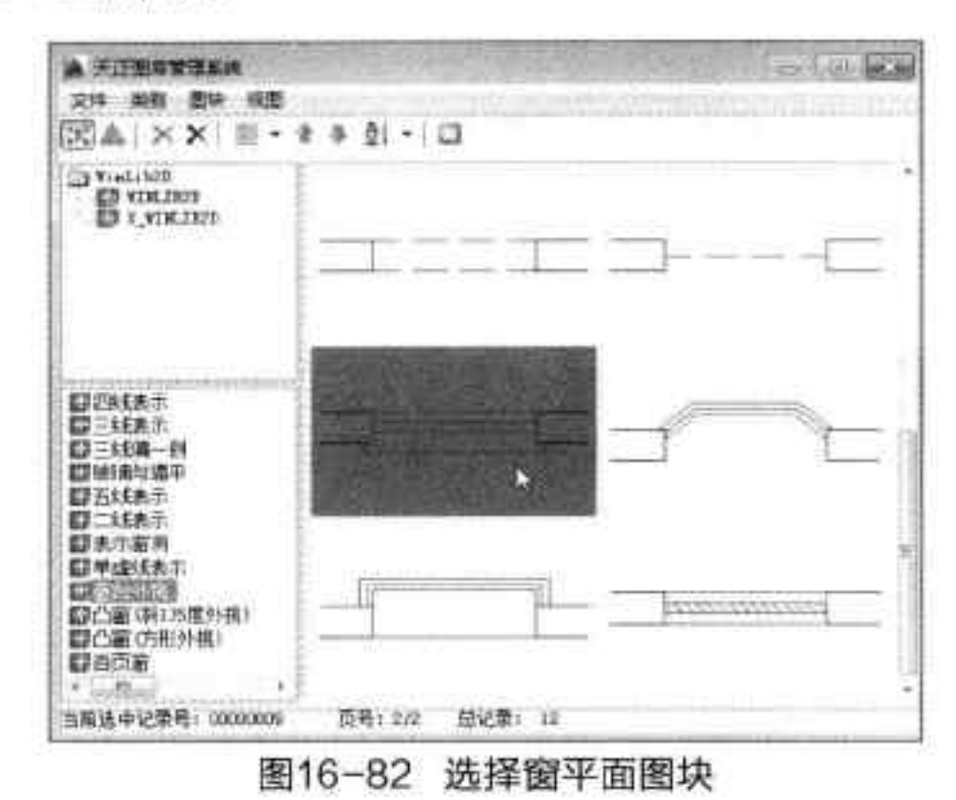

图16-82 选择窗平面图块
Step 18 单击窗平面图，打开“天正图库管理系统”对话框，在此选择好窗平面图块，如图 16-82 所示。